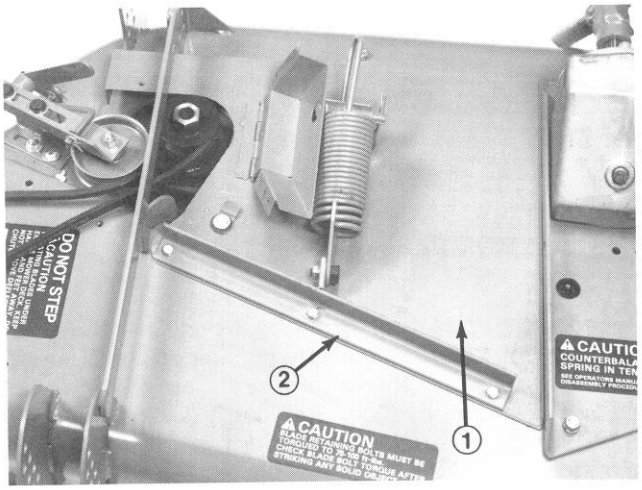

Figure 14
5. Install new belt cover and spring bracket to cutting unit (Fig. 14). Front of cover and bracket are secure to deck with (3) 1/4-20 x 5/8" lg. capscrews. Rear of cover to be secured with capscrews previously removed.